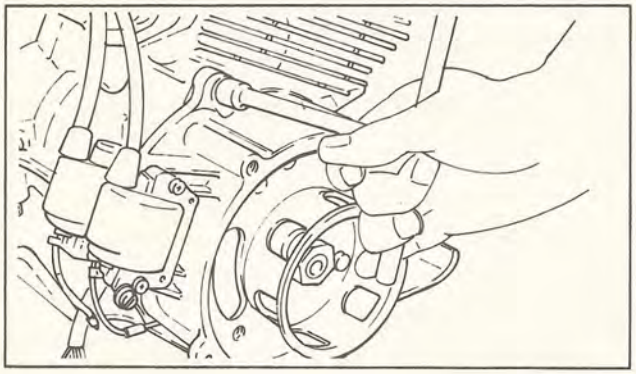

Fig. 2-17
(1) Loosen the four bolts and remove the crankcase cover. (Fig. 2-17)